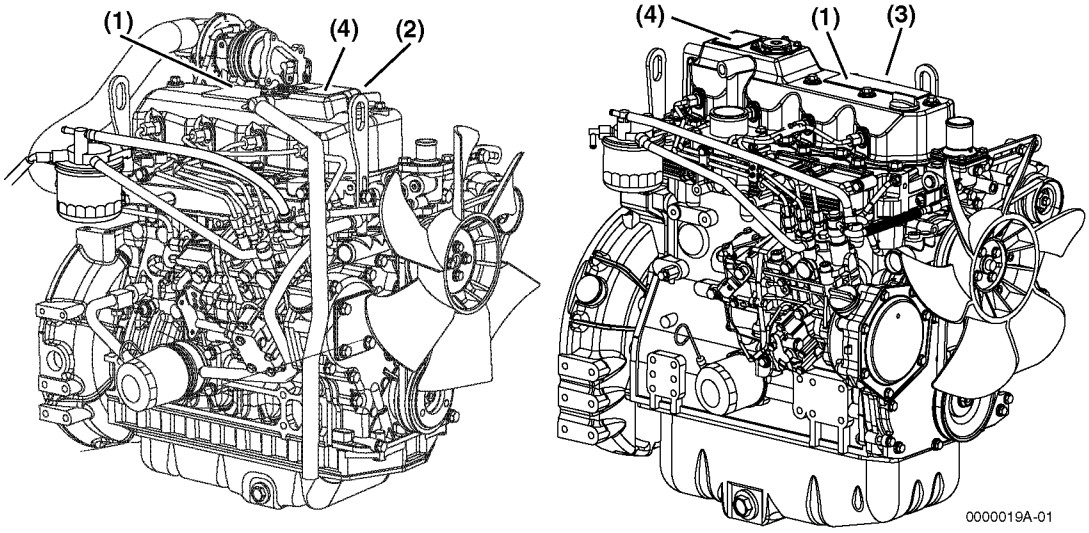

*Figure 5*
**Figure 5** shows the location of regulatory and safety labels on Yanmar TNV series direct injection model engines.
| 3TNV82A,3TNV84,3TNV84T,3TNV883TNV82A-B,3TNV88-B,3TNV88-U3TNV84T-B | On the top of the locker arm cover(cooling fan end)**Figure 5 left, (4)** | On the top of the locker arm cover (flywheel end)**Figure 5 left, (1)** | On the exhaust side of the locker arm cover(near the flywheel)**Figure 5 left, (2)** |
| 4TNV84,4TNV88,4TNV84T4TNV88-B,4TNV88-U,4TNV84T-Z | On the top of the locker arm cover(cooling fan end)**Figure 5 left, (4)** | On the top of the locker arm cover(flywheel end)**Figure 5 left, (1)** | On the exhaust side of the locker arm cover(near the flywheel)**Figure 5 left, (1)** |
| 4TNV94L,4TNV98,4TNV98T4TNV106,4TNV106T4TNV98-Z,4TNV98-E,4TNV98T-Z | On the top of the locker arm cover(flywheel end)**Figure 5 right, (4)** | On the top of the locker arm cover(center)**Figure 5 right, (1)** | On the top of the locker arm cover(fan end)**Figure 5 right, (3)** |